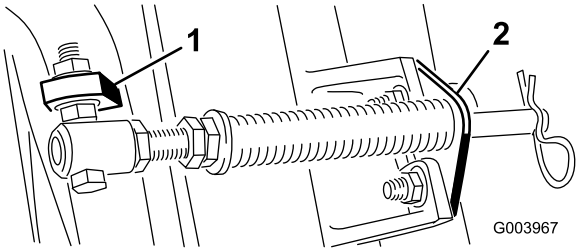

Rysunek 6
C. Zamocuj śrubę tulei sprężyny do zaczepu ramy wózka po przeciwległej stronie i zabezpiecz za pomocą nakrętki kołnierzowej. Łeb śruby powinien być skierowany na zewnątrz zaczepu, jak przedstawia Rysunek 6.
D. Zamontuj wspornik drążka do zaczepów zespołu tnącego za pomocą śrub zamkowych i nakrętek (Rysunek 6).